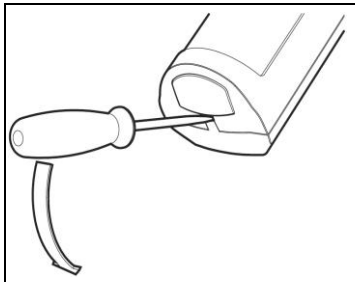

Рис.3
- Открыть крышку извещателя (рис.3) и извлечь основную батарею.